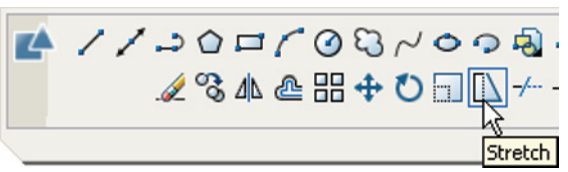

Fig. 5.33 The **Stretch** tool icon from the **2D Draw** control panel
2. Call the **Stretch** tool – either *click* on its tool icon in the **2D Draw control panel** (Fig. 5.33), or *left-click* on its tool icon in the **Modify** toolbar, or *pick* its name in the **Modify** drop-down menu, or *enter* **s** or **stretch** at the command line, which shows: